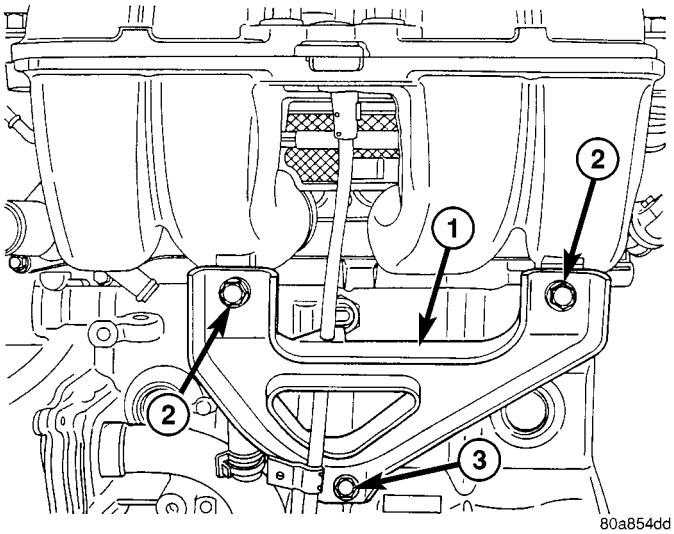

Fig. 111 Lower Intake Manifold Support Bracket
(3) Disconnect fuel line. (Refer to 14 - FUEL SYSTEM/FUEL DELIVERY/QUICK CONNECT FITTING - STANDARD PROCEDURE)
(4) Drain the cooling system. (Refer to 7 - COOLING - STANDARD PROCEDURE)
(5) Remove heater supply and radiator upper hoses at intake manifold.
(6) Disconnect coolant temperature sensor/fuel injector wire harness connector.
(7) Remove lower intake manifold support bracket upper bolts (Fig. 111).
(8) Loosen the lower intake manfold support bracket lower bolt (Fig. 111).
(3) Install lower intake manifold support bracket bolts (Fig. 111) and tighten to:
(4) Position power steering reservoir on manifold and install bolts.
(5) Connect the fuel line. (Refer to 14 - FUEL SYSTEM/FUEL DELIVERY/QUICK CONNECT FITTING - STANDARD PROCEDURE)
(6) Connect coolant temperature sensor/fuel injector wiring harness electrical connector.
(7) Install the radiator upper and heater supply hoses.